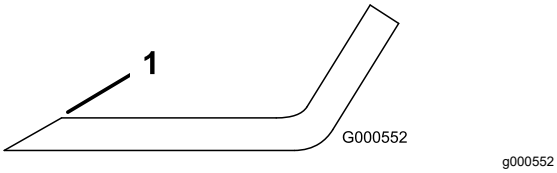

Figur 106
1. Slipa eggarna i båda ändarna av kniven med en fil (Figur 106).
Obs: Om kniven inte är balanserad kan du fila bort lite metall från knivens segeldel (Figur 106).